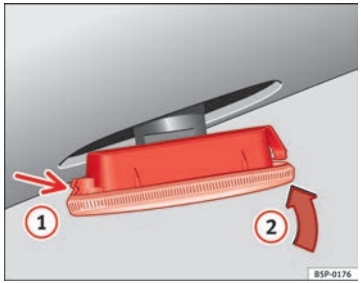

Fig. 205 Side turn signal
– First place the turn signal in the opening in the bodywork, fixing the tabs ⇒ Fig. 205, arrow (1).
– Insert the bulb as shown by the arrow (2) ⇒ Fig. 205. ■